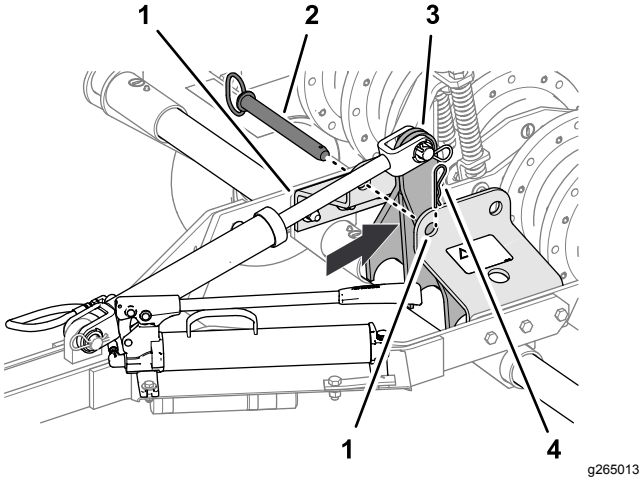

Figur 12
5. Brug den hydrauliske håndpumpe, flyt løftearmen (Figur 12) lige bagud for de forreste huller i låsestangsbeslaget (transportposition).
6. Sæt låsestangsstiften i de fremadrettede huller i låsestangsbeslaget, og fastgør låsestangsstiften til beslaget med låseclipsen (Figur 12).